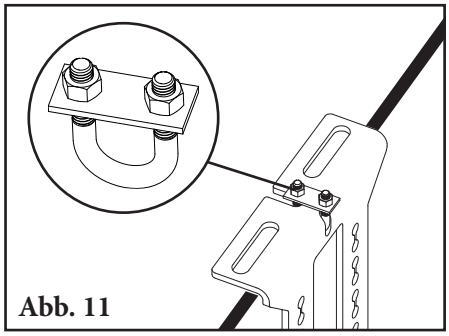

Abb. 11
11. **Für die Montage an einer Drahtseilkonstruktion,** verwenden sie die beigefügten Bügelschrauben. (Abb. 11).